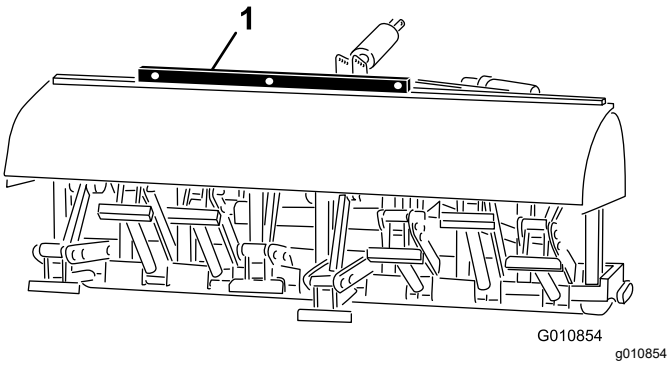

Figura 29
2. Collocate una livella sul telaio dell'arieggiatore e verificate che la macchina sia livellata da un lato all'altro (Figura 29).